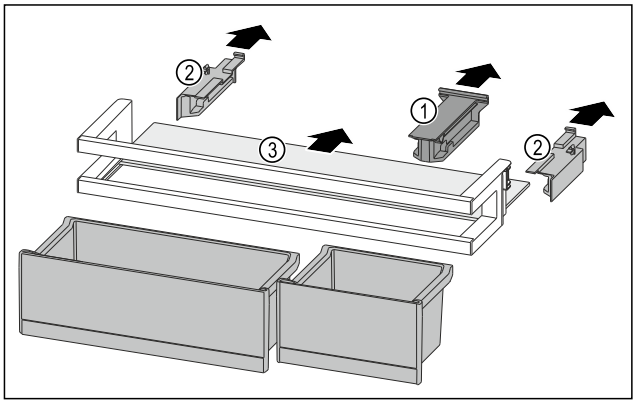

Fig. 110
▶ Pull off the retaining part *Fig. 110 (1)*.
▶ Pull off the side part *Fig. 110 (2)*.
▶ Remove the shelf *Fig. 110 (3)*.